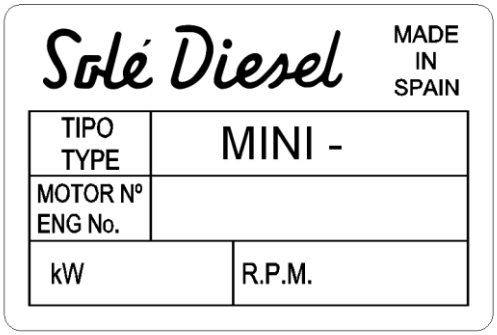

Fig. 1.1
- Plaque situé sur le moteur, portant les caractéristiques d'identification (voir Fig. 1.1)